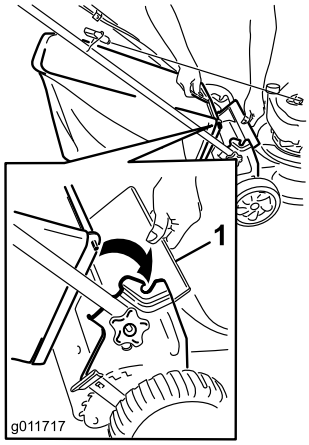

Bild 19
1. Heben Sie das hintere Ablenkblech an (Bild 19).
2. Haken Sie den Fangkorbgriff in die Kerben an den Griffhalterungen ein (Bild 19).